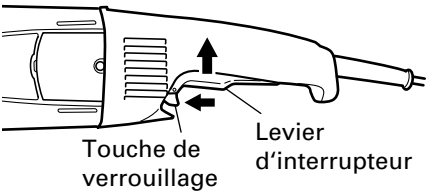

Fig. 3
2. Mettre la meuleuse sous tension. (Fig. 3)